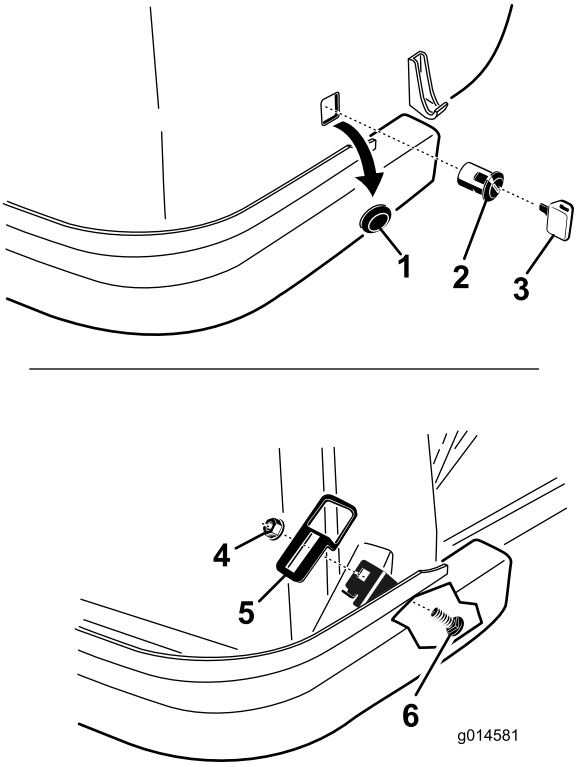

Figur 2
2. Ta bort pluggen från det fyrkantiga hålet på motorhuvens högra sida. Kasta bort pluggen (Figur 2).
6. Leta reda på det fyrkantiga hålet på fliken på höger sida av ramen. Montera spärrplattan på fliken med en vagnsbult och en flänsmutter. Placera spärrplattan i enlighet med Figur 2.